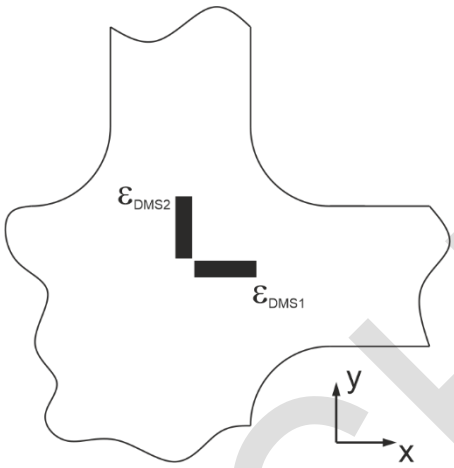

Bild 1.3: Rotorkopf (Werkstoff **42CrMo4**) mit Dehnungsmessstreifen.
g) Am Rotorkopf (Oberfläche) sollen die Spannungen experimentell mittels Dehnungsmessstreifen (DMS) ermittelt werden (siehe Bild 1.3). DMS 1 misst eine Dehnung von ε_{DMS1} = 0,135 %, DMS 2 eine Dehnung von ε_{DMS2} = 0,082 %. Außerdem konnte eine Schiebung von γ_{xy} = 0,124 % experimentell ermittelt werden. Wie groß sind die Normalspannungen σ_x und σ_y in x- und y-Richtung, wie groß ist die Schubspannung τ_{xy}? Berechnen Sie die Vergleichsspannung σ_v für diesen Spannungszustand. **(6,0 P.)**